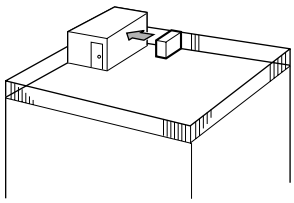

Fig. 3-2
① Positionner la sortie d'air vers le mur le plus proche et à environ 50 cm de celui-ci. (Fig. 3-2)